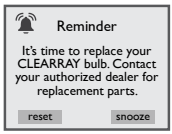

Figure 15.0c
21. CLEAR**RAY** Active Oxygen UV Replacement Reminder: This message will appear when the CLEAR**RAY** Active Oxygen UV bulb reminder time has expired (Figure 15.0c). The CLEAR**RAY** Active Oxygen UV bulb must be replaced.